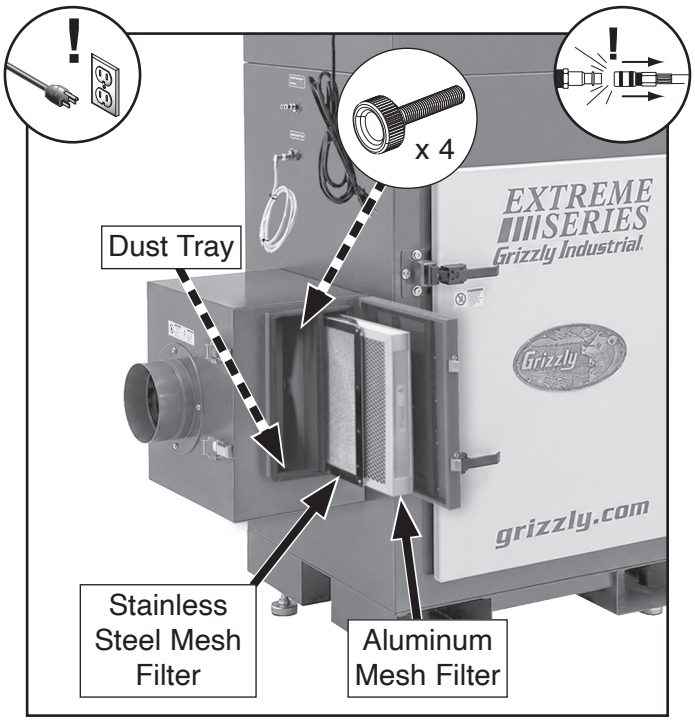

Figure 31. Location of spark arrestor filters and dust tray.
2. Open spark arrestor door; loosen (4) thumbscrews, and remove stainless steel mesh filter and aluminum mesh filter (see **Figure 31**).
IMPORTANT: Ensure stainless steel filter is installed in front of aluminum mesh filter, as shown in **Figure 31**.